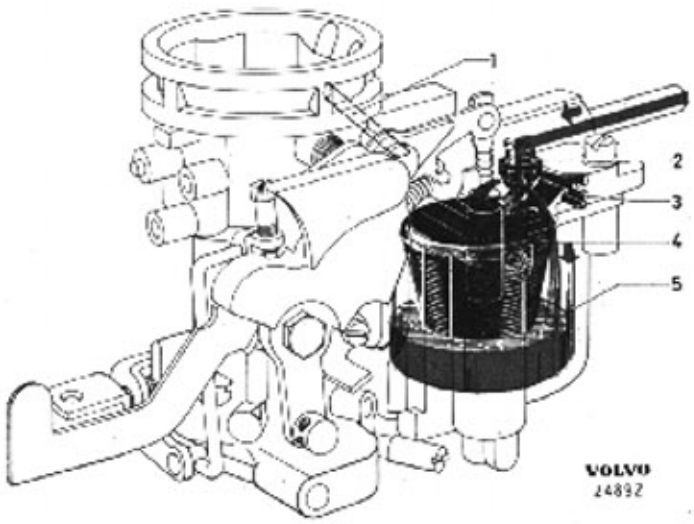

Bild 23-3. Flottörsystem
(4 bild 23-3) uppåt och trycker nålen i ventilen (2) mot sätet via flottörhävarmen varvid bränsletillförseln stänges av. Vid sjunkande nivå upprepas händelseförloppet men i motsatt riktning. Flottörkammaren ventileras genom ett hål (1), som upptill är förbundet med förgasarens övre del. Flottören är tillverkad av nylon och försedd med fast hävarm.